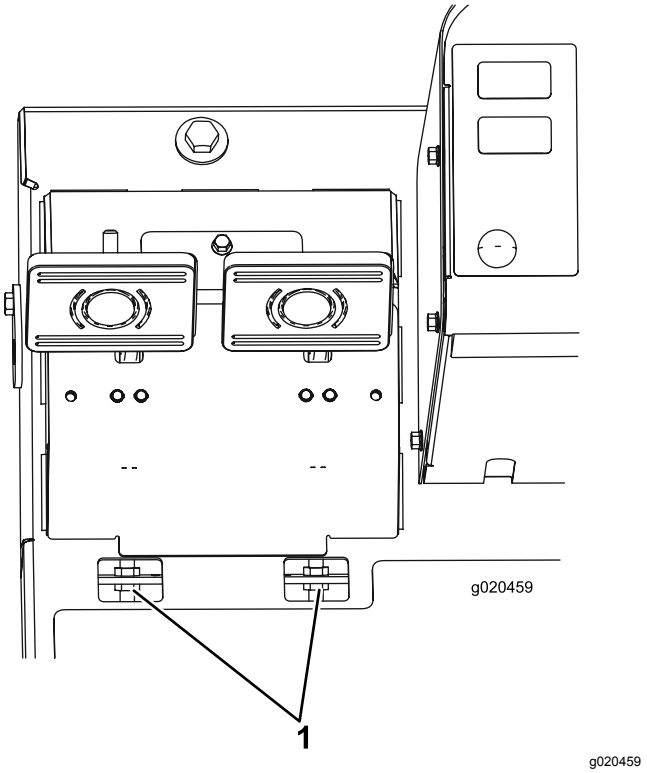

Figur 95
B. Løsne den fremre mutteren på gjengeenden på bremsekabelen (Figur 95).